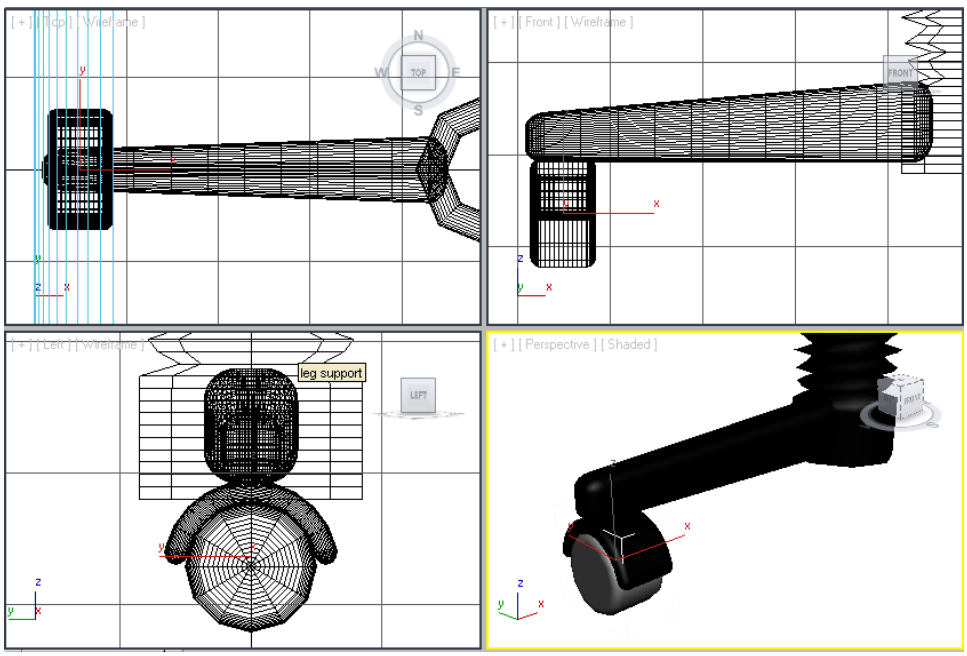

Figure 3-50 *Alignment of the roller01 with the leg01 in all viewports*
18. Using the **Select and Move** and **Select and Rotate** tools, align the *roller01* with the *leg01*, in all viewports, as shown in Figure 3-50.